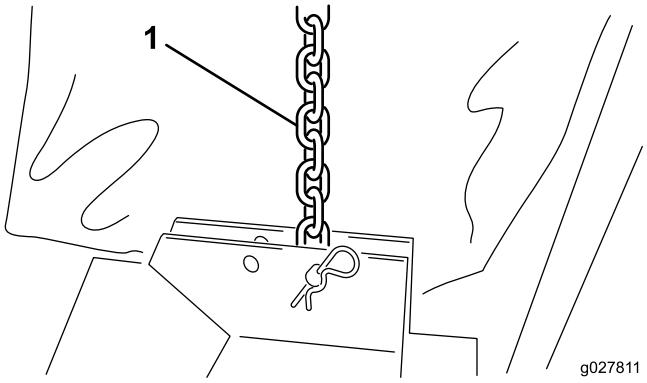

Bild 3
3. Verbinden Sie jede Hubkette mit einem Lastösenbolzen und einem Splint an der entsprechenden Mähwerkhalterung (Bild 3).